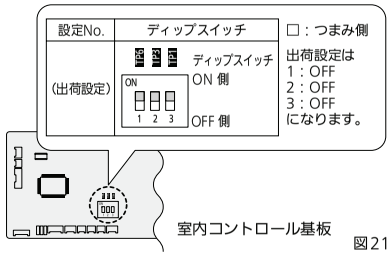

図21
- 電装ボックスのふたを開き、室内コントロール基板を確認してください。(図21)